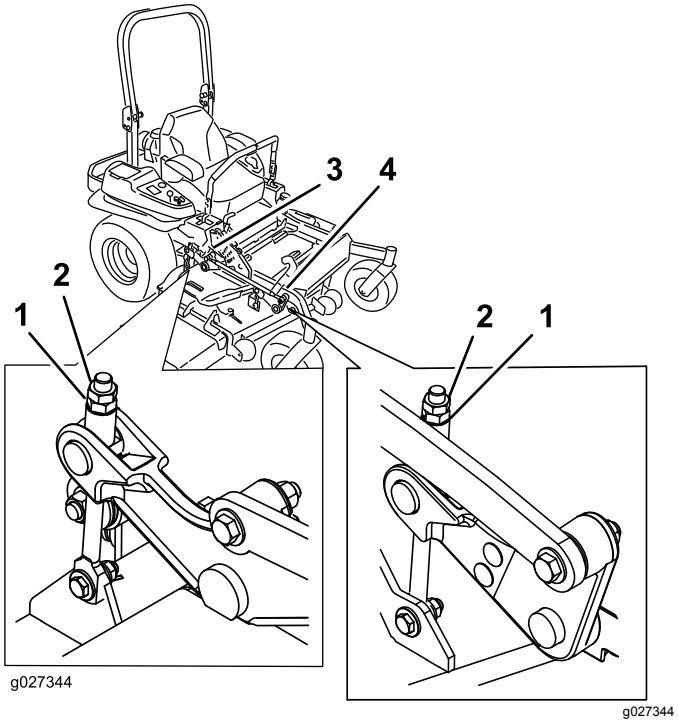

Figur 108
10. Vrid på justermuttern på det främre däckets lyftanordning för att finjustera (Figur 108).
16. Finjustera genom att vrida justeringsskruven så att höjden blir 8,3 mm (Figur 108).